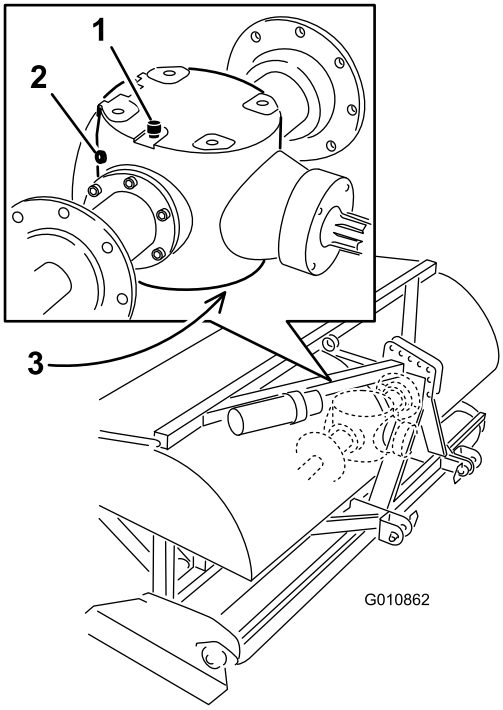

Figur 45
2. Tag kontrolproppen af gearkassen (Figur 45).
3. Sørg for, at olien når op til bunden af kontrolprophullet i gearkassen (Figur 45).
1. Fjern snavs fra udluftnings-/påfyldningsproppen og aftapningsdækslet for at undgå kontaminering (Figur 45).